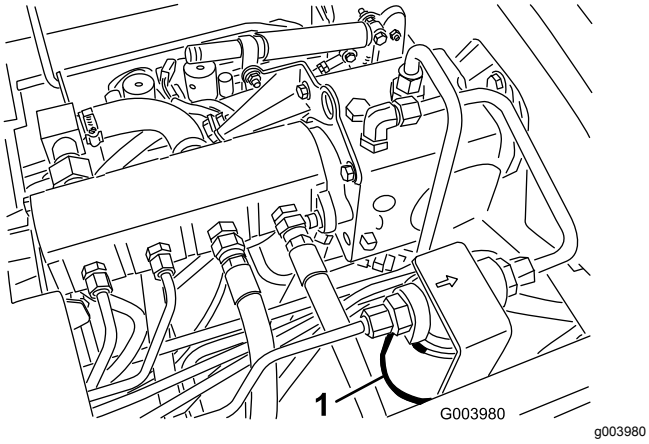
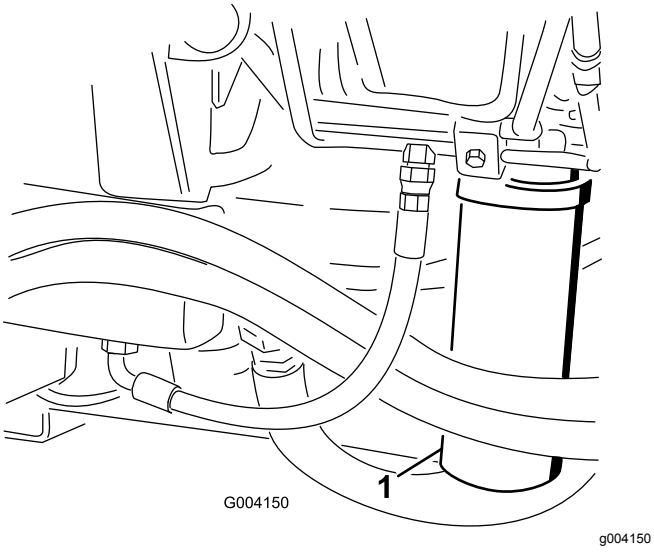

Figur 69
Figur 70
2. Rengør området rundt om filtermonteringsområdet, og sæt en bakke under filteret (Figur 69 og Figur 70).